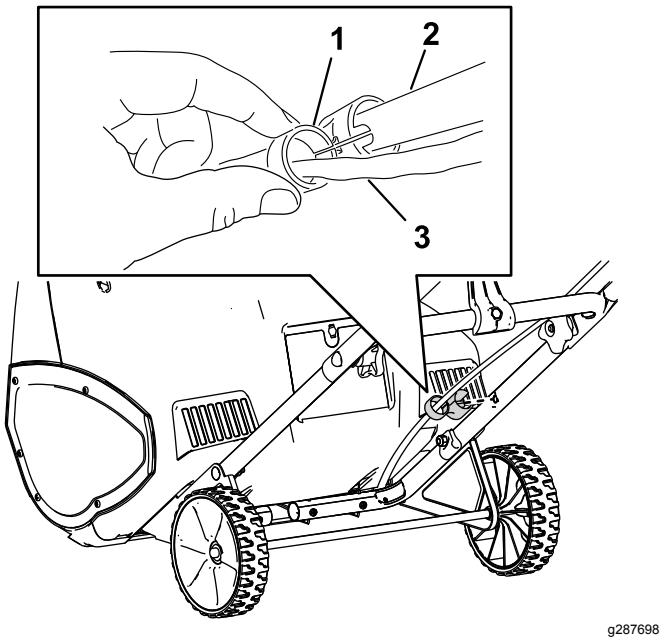

**Bild 2**
4. Befestigen Sie die Kabelführung am Holm (Bild 2).